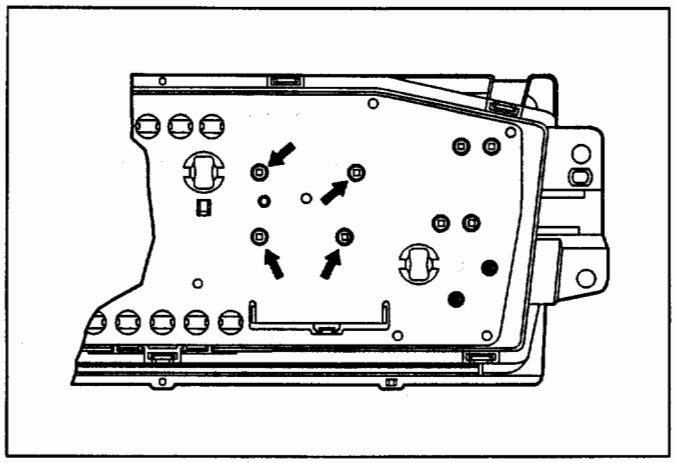

Fig. 8-351
- Remove four screws securing the meter at the back side. (Fig. 8-351)